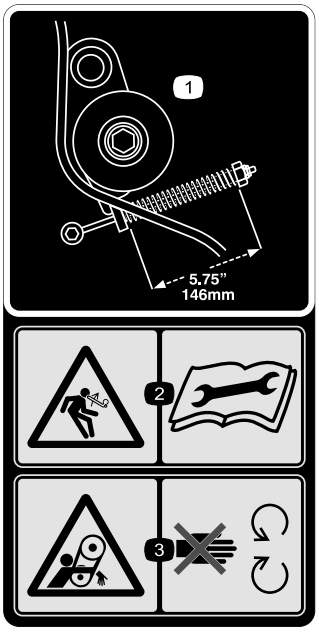

Figuur 28
1. De juiste riemspanning wordt bereikt door de spanveer ineen te drukken tot een lengte van 146 mm (Figuur 28).